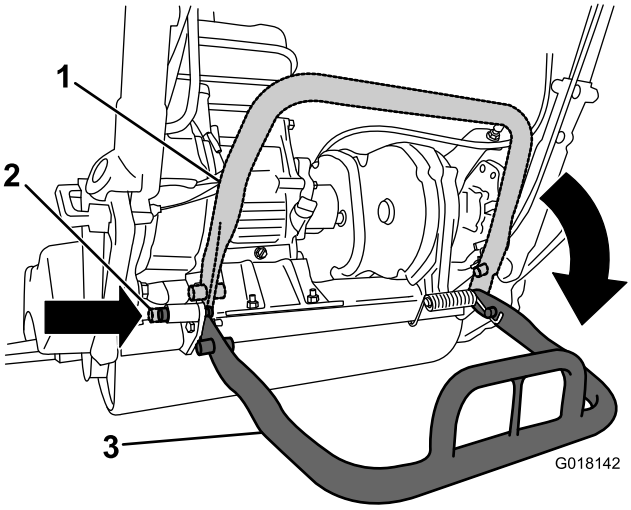

Figura 3
2. Baje el caballete e introduzca el pasador de bloqueo para bloquear el caballete en la posición de mantenimiento (Figura 3). Deje que la máquina se apoye sobre el pasador de bloqueo.